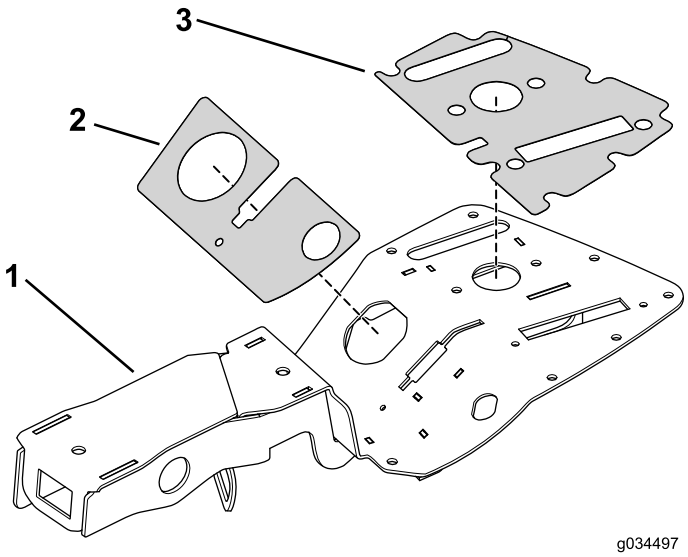

Figur 15
1. Montera den övre och nedre dekalen på konsolenheten (Figur 15).